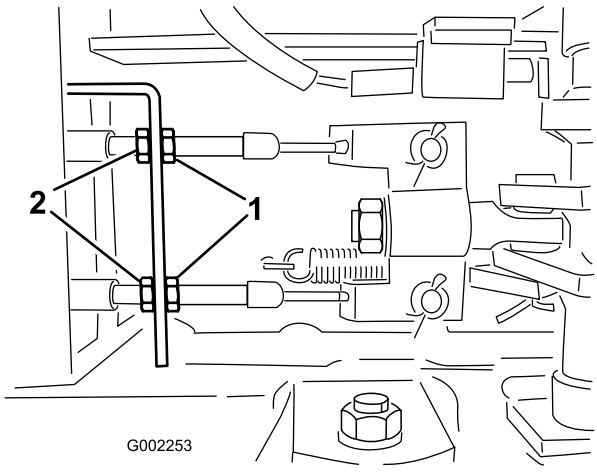

Figur 54
5. Løsne de fremre mutterene på bremsekablene under den fremre enden av sprederen (Figur 54).
6. Trekk til de bakre mutterene like mye til bremsepedalen beveger seg mellom 1 og 2 cm før du kjenner motstand (Figur 54).